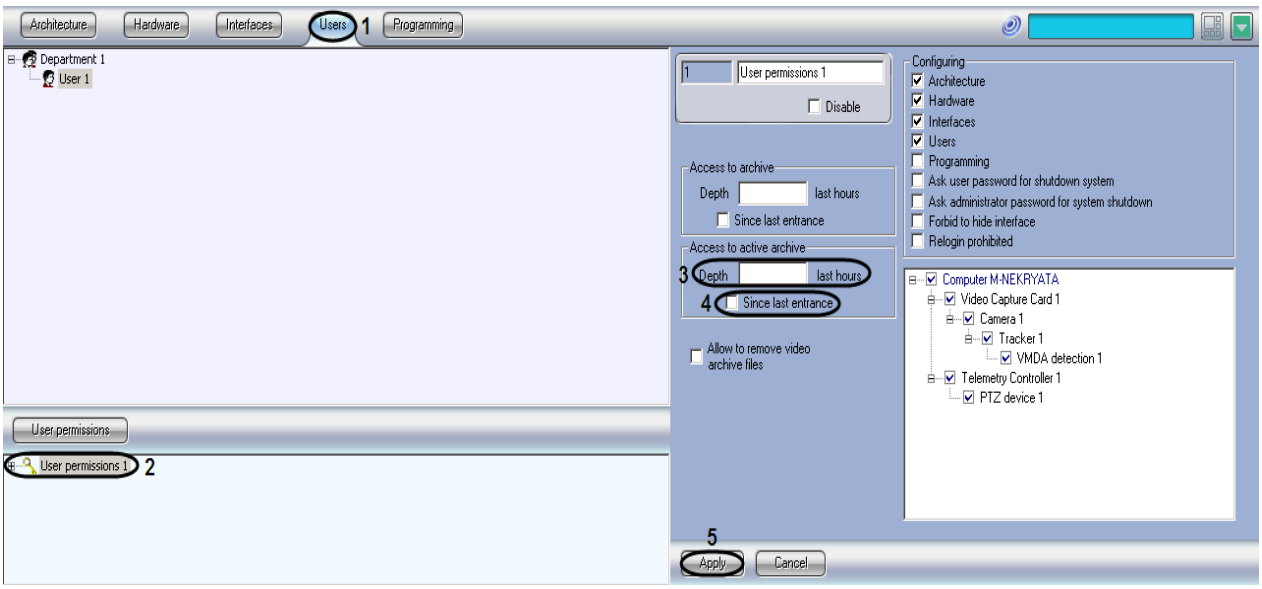

Figure 8.22-16 The settings panel for the "User permissions" object
1. Go to the "Users" tab in the "System Settings" dialog box (Figure 8.22-16, 1).
2. In the objects tree that is below the "User permissions" button in the the "Users" tab, select an object with the same name as the permissions to be changed (Figure 8.22-16, 2).
3. Specify the number of hours for viewing in the "Depth ___ last hours" field (Figure 8.22-16, 3).
4. If the hours since the last entrance to the system are counted, set the "Since last entrance" checkbox (Figure 8.22-16, 4). If the hours are to be counted since the current moment, then leave the the "Since last entrance" box unchecked.
5. Click the "Apply" button (Figure 8.22-16, 5).